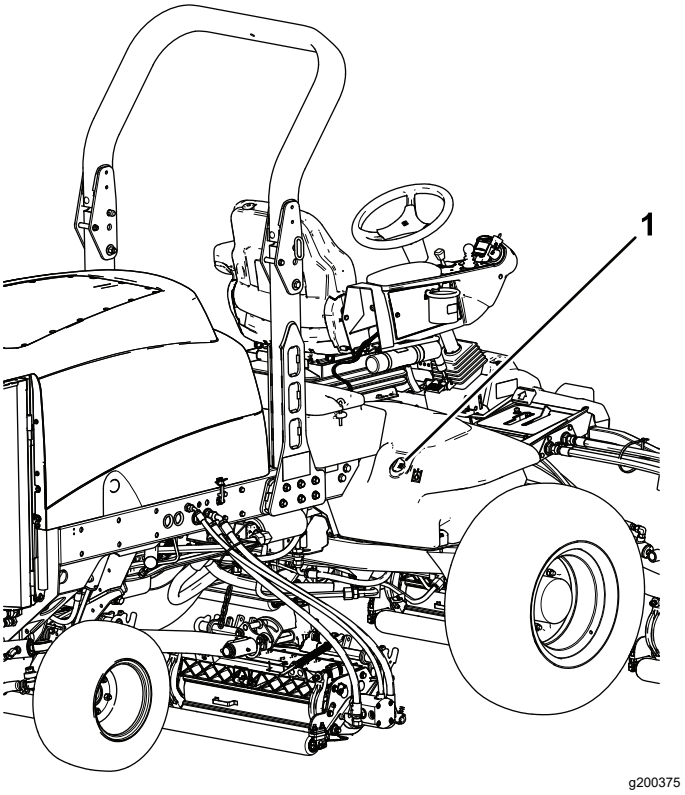

图 119
2. 清洁液压油箱加油颈和油箱盖周围的区域 (图 119)。